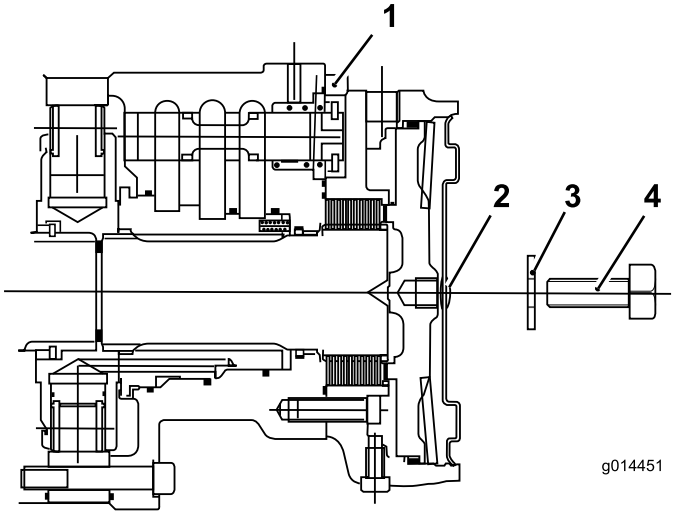

Figura 48
C. Monte o tampão hexagonal na placa da extremidade do motor (Figura 48).